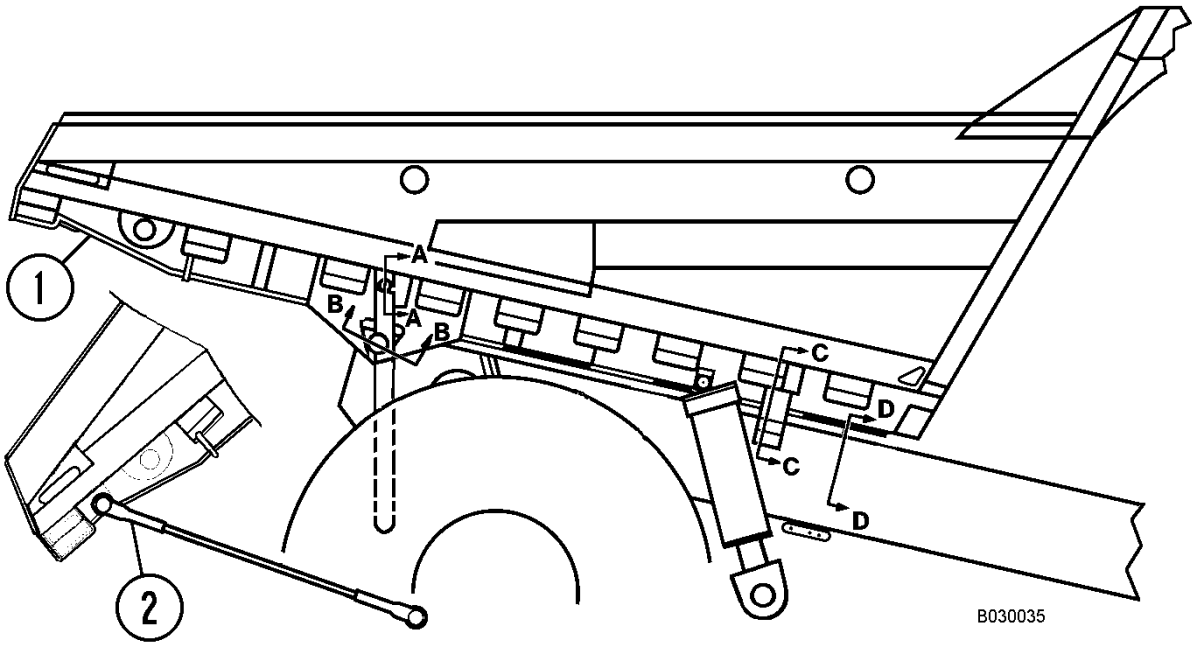

FIGURE 3-1. SECURING THE DUMP BODY
1. To hold the dump body in the raised position, raise the body to it's maximum height. Refer to Figure 3-1.
2. Remove cable (2) from its stored position on the body and install between dump body (1) and the axle housing ear.